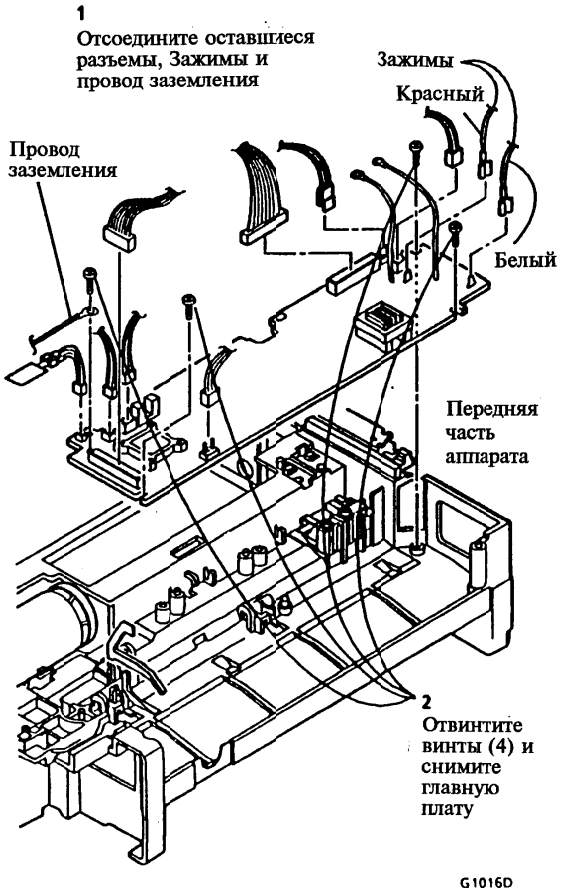

Рисунок 2. Снятие главной платы
3. (Рисунок 2): Отсоедините оставшиеся разъемы, крепеж и провод заземления, подключенные к главной плате, и снимите главную плату.